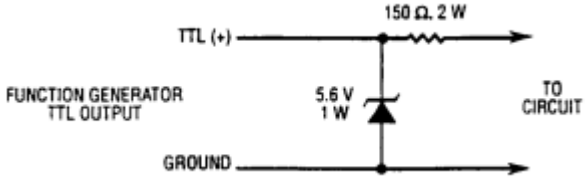

Figure 5. Circuit for Protection of TTL Output.
5. When the function generator is used by students or other inexperienced users, the circuit of Fig. 5 could be added into your TTL output probe or test clip set. It will protect the TTL output of the generator against external voltages up to ±20 volts.